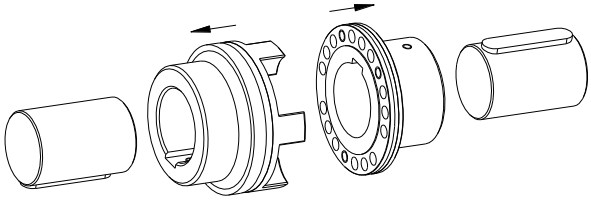

Рис. 17: Монтаж ступицы и фланца
- Установите фланец на валу ведущей стороны и ступицу на валу ведомой стороны (см. рис. 17).